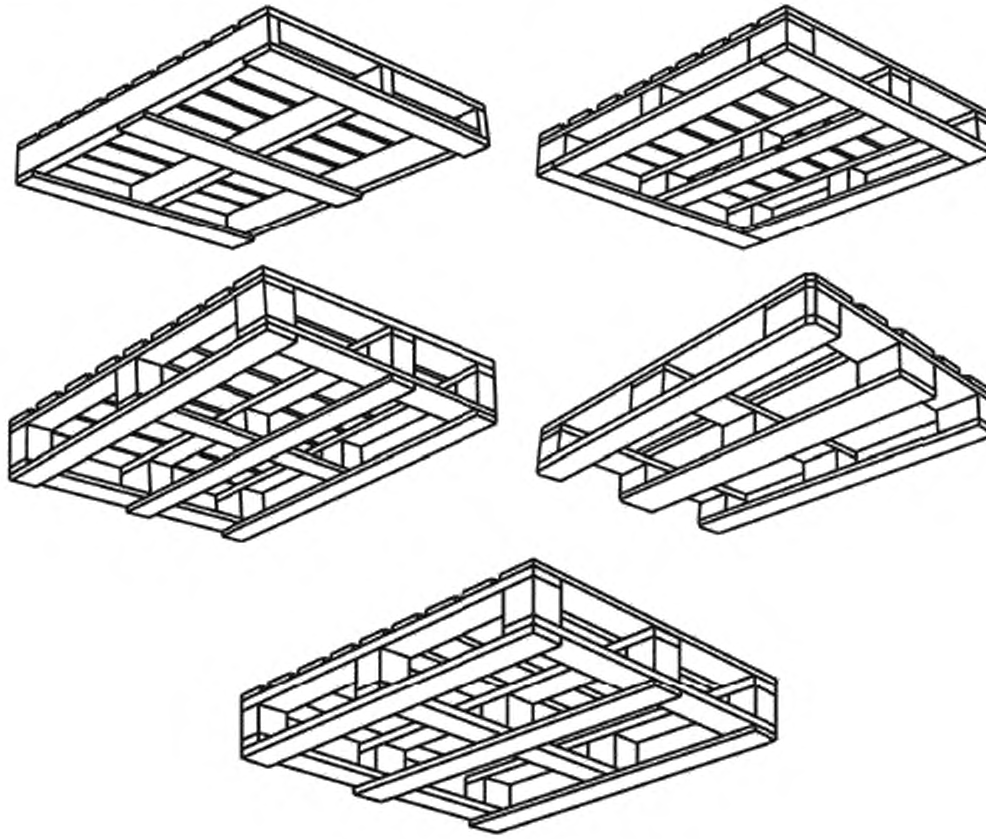

Рисунок 38 — Нижние настилы поддона
6.1.4 **нижний настил поддона:** Горизонтальная нижняя поверхность поддона, позволяющая распределить нагрузку (см. рисунок 38). en bottom deck fr plancher inférieur